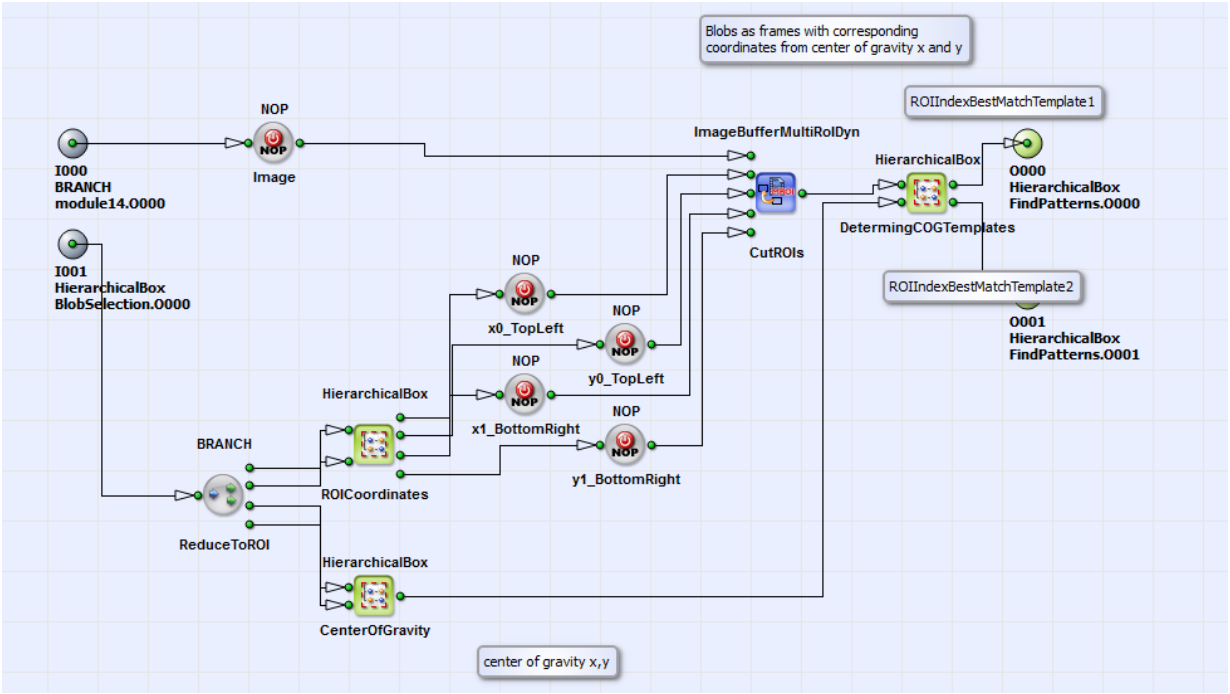

Figure 12.150. Content of the HierarchicalBox **ExtractCandidates**
**BlobDetection** objects in the binarized image are detected with the operator **Blob_Analysis_2D**. Output of this operator are the x and y coordinates and the area of a bounding box around each object found. In the comment box in the design you find more detailed information on these parameters. The objects found are then selected in the box **BlobSelection** with respect to their size and position. Only the coordinate and size informations for the template relevant objects remain. Please adjust the parameters **IS_InRange** for the valid size and position of the objects to your templates (right-mouse-click on box **FindPatterns**). The coordinate and size informations are input for the HierarchicalBox **ExtractCandidates**. See its content in Fig. 12.150.